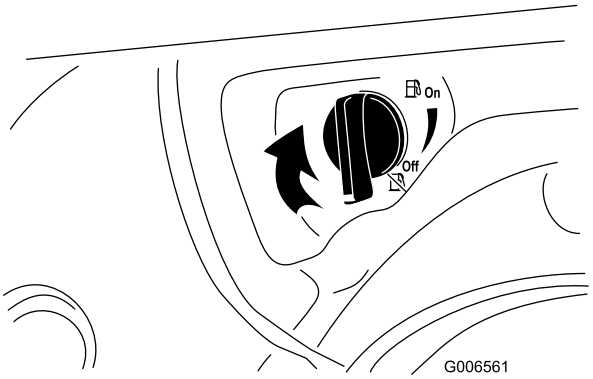

Figur 31
4. Luk brændstofafbryderventilen ved at dreje den med uret (Figur 31).